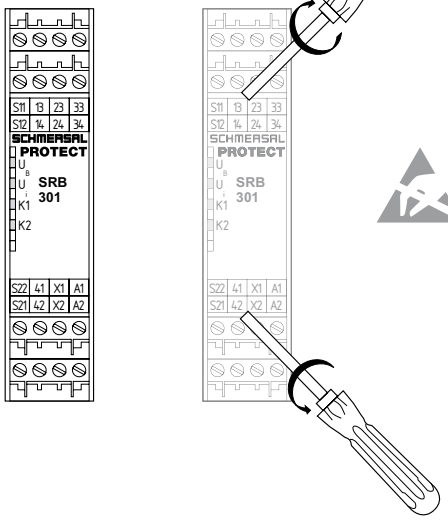

Fig. 1 Fig. 2 Fig. 3
5.2 Terminal description (see Fig. 1)